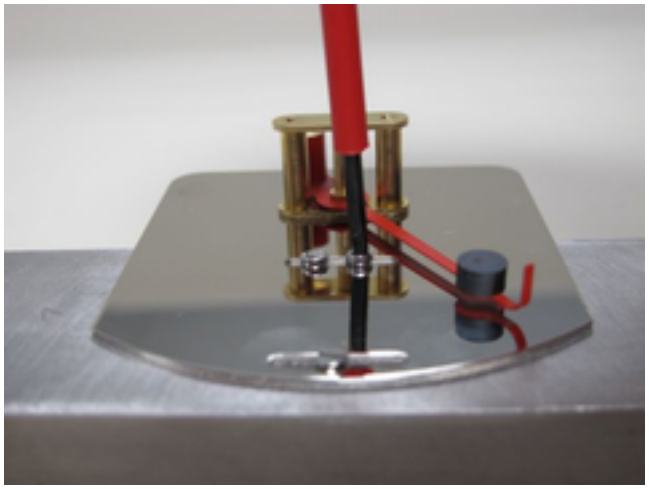

Fig. 41: Loosen the base plate
5. Loosen fixing screws from the display base plate (*Fig. 41*) then remove the display base plate from the device.